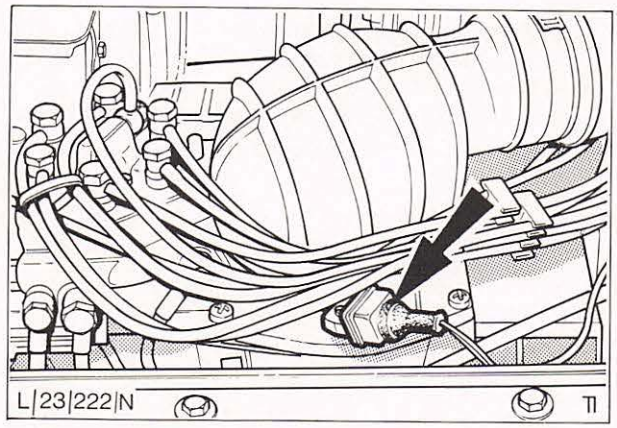

Abb. 21 Einbaulage des Sicherheitsschalters
4. **Sicherheitsschalter,** Abb. 21